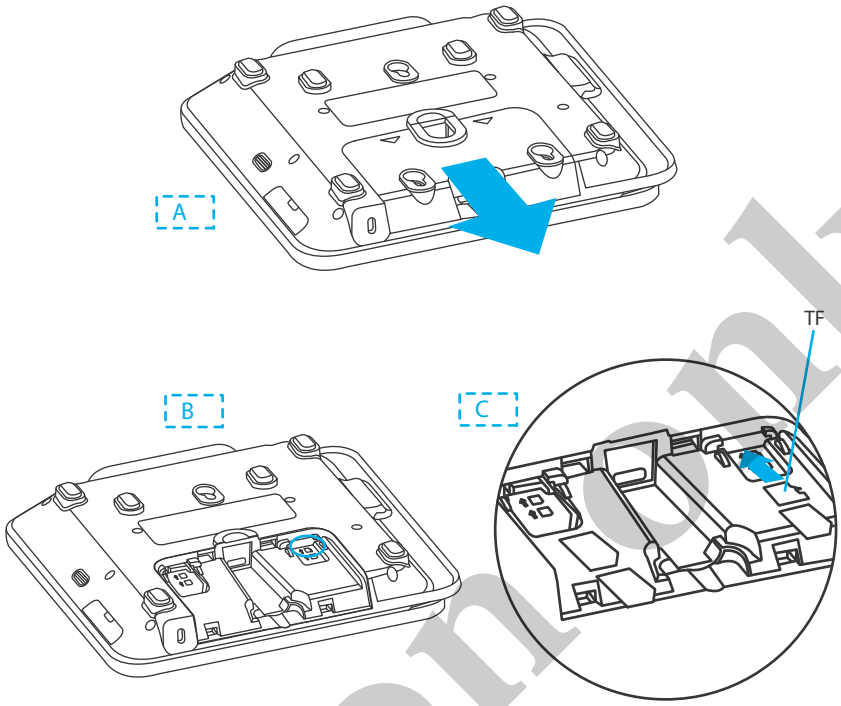

Figure 8 Micro SD Insertion
4. Insert the SD card. Carefully slide the card into the slot until fully inserted. The correct orientation of the SD card is as indicated in the Figure 8.